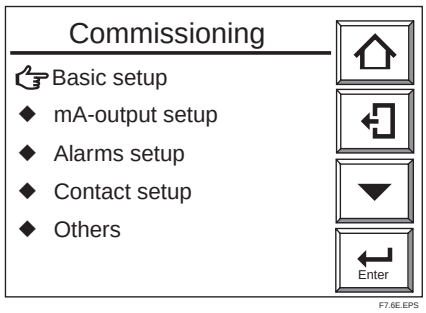

Figure 7.6 Setup Display
(1) Press the setup key.
(2) Use the▼ key to select Setup and press the [Enter] key.
(3) In the password display, enter the [Enter] key. If the password is to be set again, enter the new password (for details, see Section 8.6.4, “Passwords,” later in this manual).
(4) The Setup display shown in Figure 7.6 appears. Select “Basic setup” and press the [Enter] key.